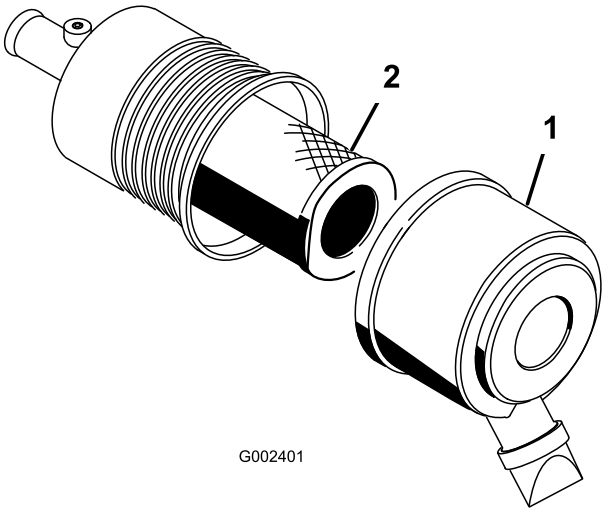

Figur 44
1. Åpne låsene på luftrenserdekslet og trekk luftrenserdekslet av luftrenserkroppen (Figur 44).
3. Skyv hovedfilteret forsiktig ut av luftrenserkroppen (Figur 44).
6. Hvis du bytter ut sikkerhetsfilteret, skyv forsiktig det nye filteret inn i filterenheten (Figur 44).
7. Skyv hovedfilteret forsiktig inn over sikkerhetsfilteret (Figur 44).
8. Sett på luftrenserdekslet med siden vendt oppover, og og fest låsene (Figur 44).